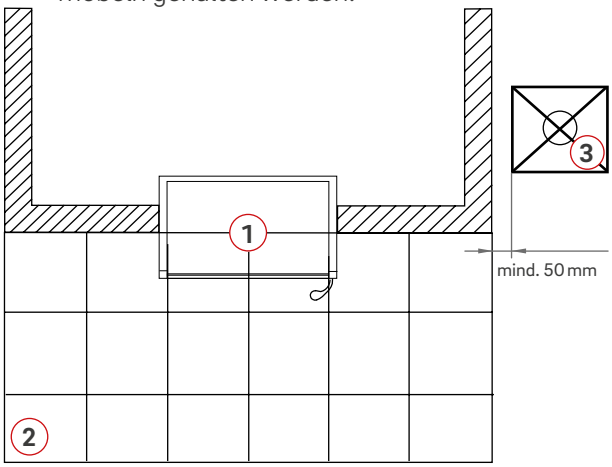

Abb. 5: Beispiel, Schutz und Abstände bei aktiven Flächen
- Von den freien Außenflächen der Verkleidung zum Aufstellraum müssen mindestens 50 mm Abstand zu brennbaren Baustoffen (Abb. 5) oder brennbaren Bestandteilen und zu Einbaumöbeln gehalten werden.
- Die Austrittsstellen für die Warmluft sind so anzuordnen, dass sich innerhalb eines seitlichen Abstandes von 300 mm bis zu einer Höhe von 500 mm über den Austrittsstellen keine Bauteile mit brennbaren Baustoffen, keine derartigen Verkleidungen und keine Einbaumöbel befinden (Abb. 5).